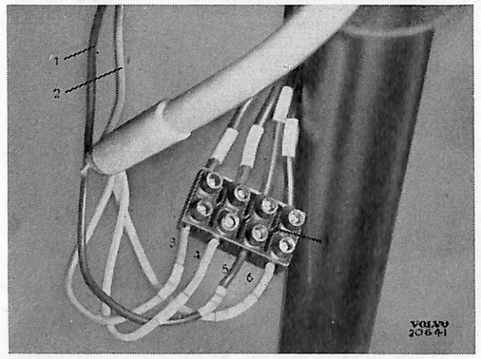

Bild 32. Anslutning för körvisarledningar.
4. Koppla loss ledningarna (1 och 2 bild 32) vid blinkdonet, samt ledningarna (3—6) vid skarvstycket (7). Märk upp samtliga ledningarna och var de är anslutna.